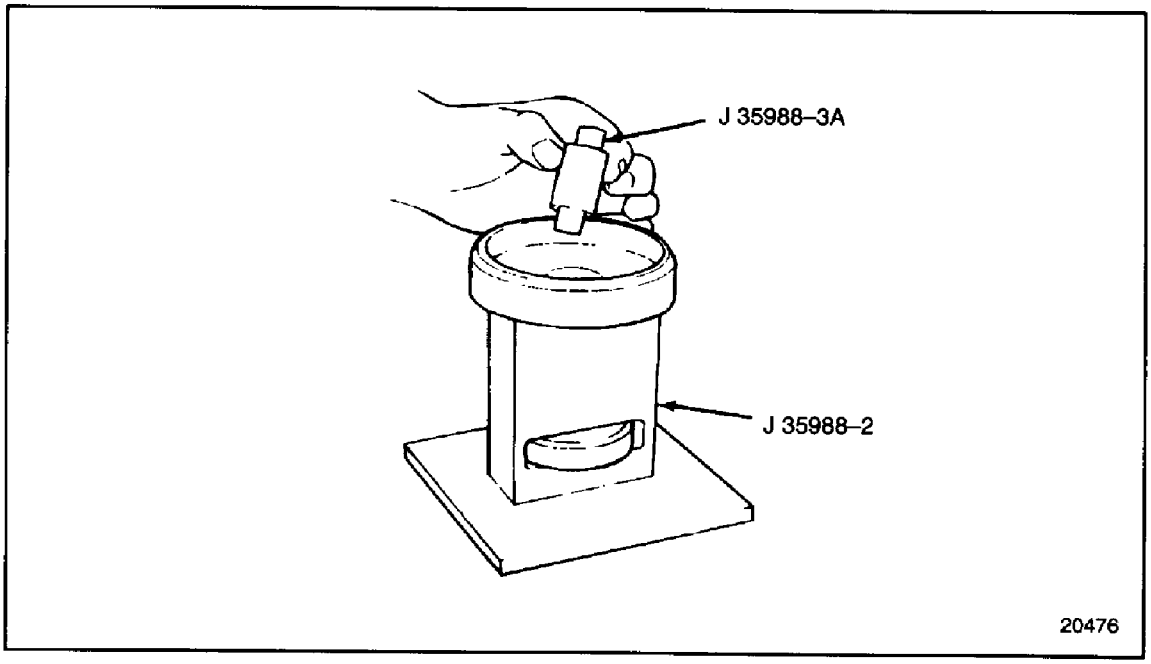

Figure 4-26 Support Installation (GCM)
12. Install J 35988-3A, part of tool set J 35988-D, to the fixture tool. See Figure 4-26.